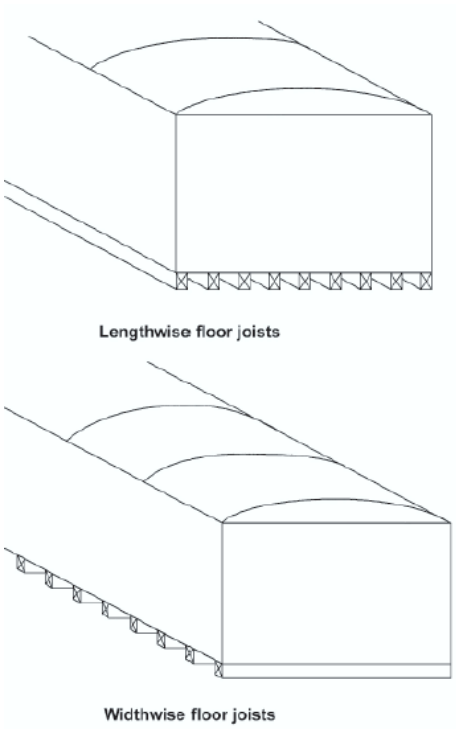

Figure 10.11. Lengthwise and Widthwise Floor Joists.
- **Floor Joist Direction** – The floor joist is the wood framing that supports the interior floor. Select the direction the floor joists are installed. The choices are Lengthwise and Widthwise. Lengthwise floor joists are installed parallel to the long dimension (length) of the home. Widthwise floor joists are installed parallel to the short dimension (width) of the home (see Figure 10.11). The floor joist direction is needed to calculate the volume of the belly section and the R-value of the floor. It also indicates if the central air supply duct is located